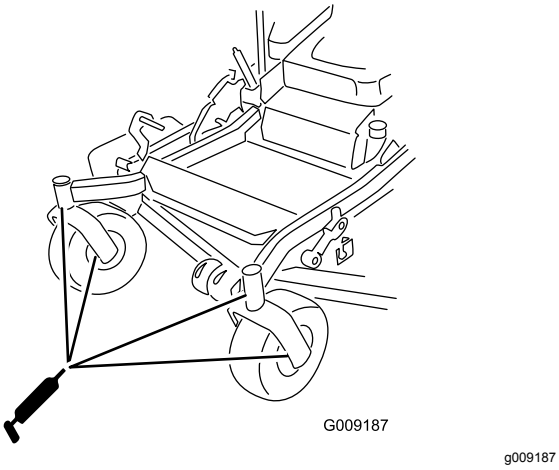

Figuur 47
12. Plaats de zeskantige plug en de stofkap (Figuur 47).